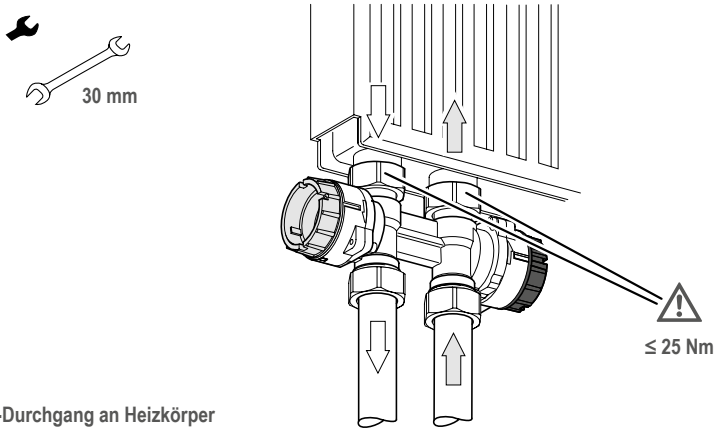

Fig. 14-5: Montage Adapter H-Durchgang an Heizkörper
- Pumpenadapter H-Durchgang mit je einer Dichtscheibe (im Lieferumfang enthalten) gemäß Fig. 14-5 positionieren und mittels Überwurfmutter montieren.